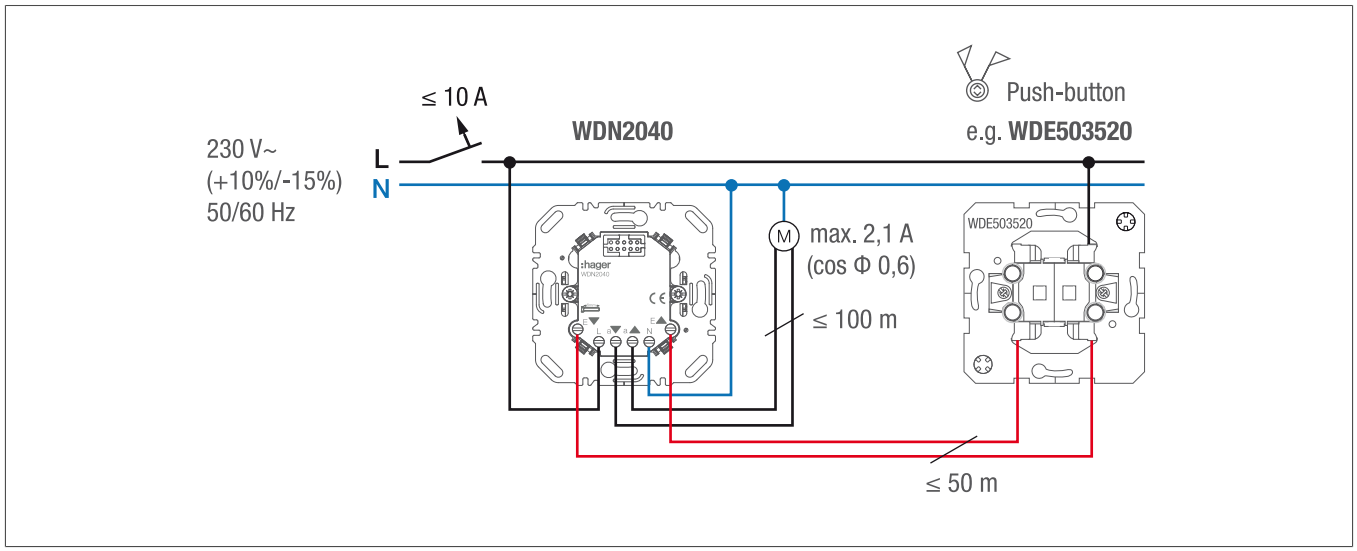

Bild 3: Einzelsteuerung mit Nebenstelle Jalousietaster
- Einzelsteuerung mit Nebenstelle Jalousietaster gemäß Anschlussbild (Bild 3) anschließen.